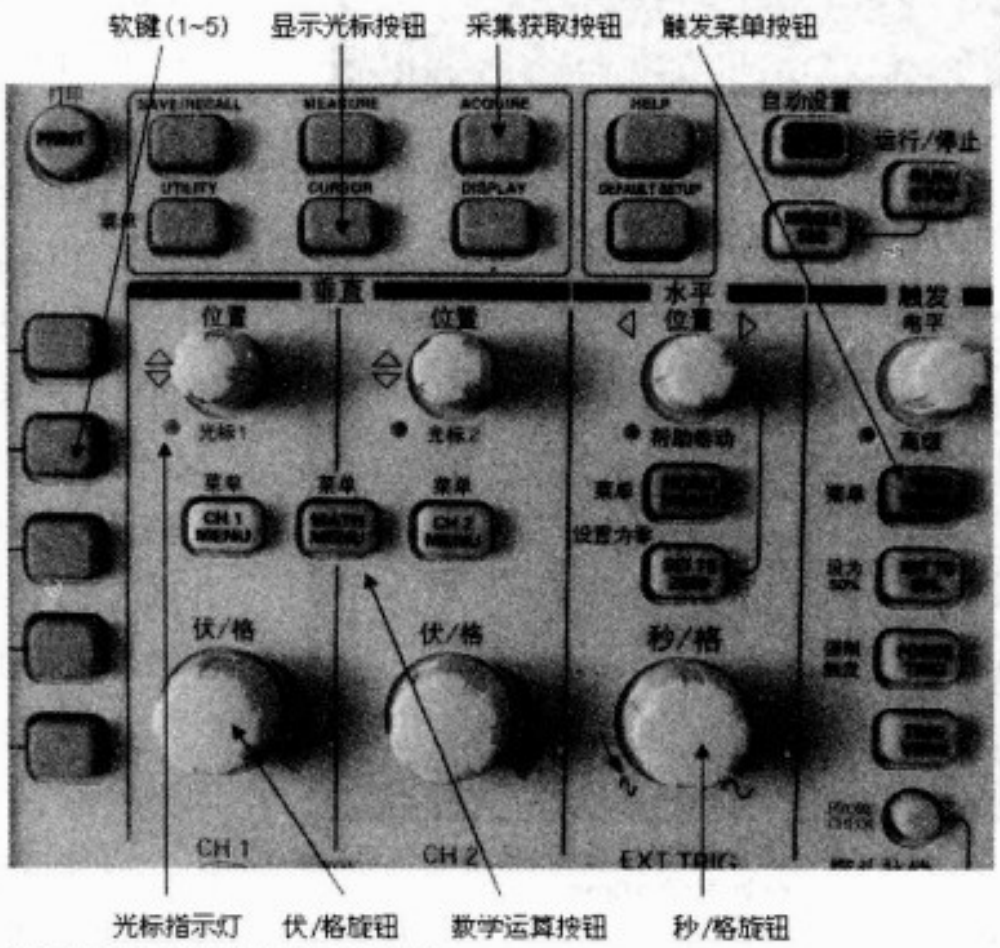
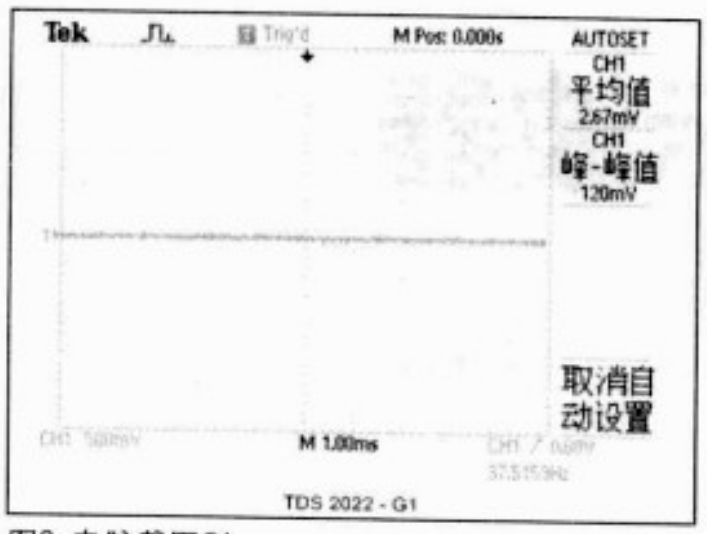

图1 示波器面板部分按钮说明
图2 电脑截图G1
2. 开启“泰克”数字存储示波器电源和开关直流电源，稍等片刻让示波器进入正常工作状态，按一下示波器面板右上角“自动设置”按钮，见图1，这时示波器屏幕显示图像如图2所示，由于耦合电容隔直，这里显示的是交流纹波波形。从图2右侧我们可以看到交流纹波的平均值为2.67mV。